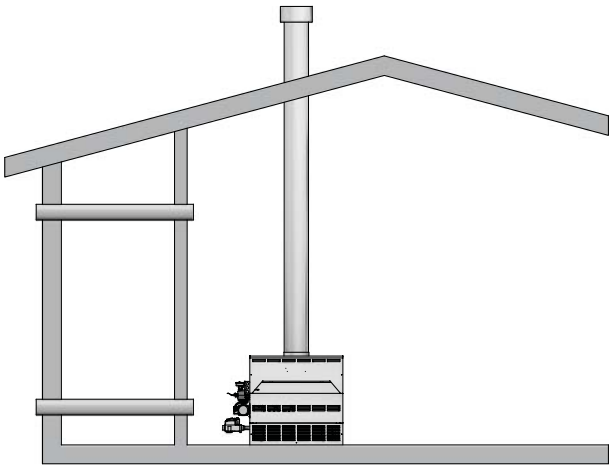

***Figure 1-4**_Combustion Air Through Ducts*
2. If combustion and ventilation air is taken from the outdoors using a duct to deliver the air to the room where the appliance is installed, each of the two openings should be sized based on a minimum free area of one square inch per 2000 Btu/hr (11cm2 per kW) (see FIG. 1-4).